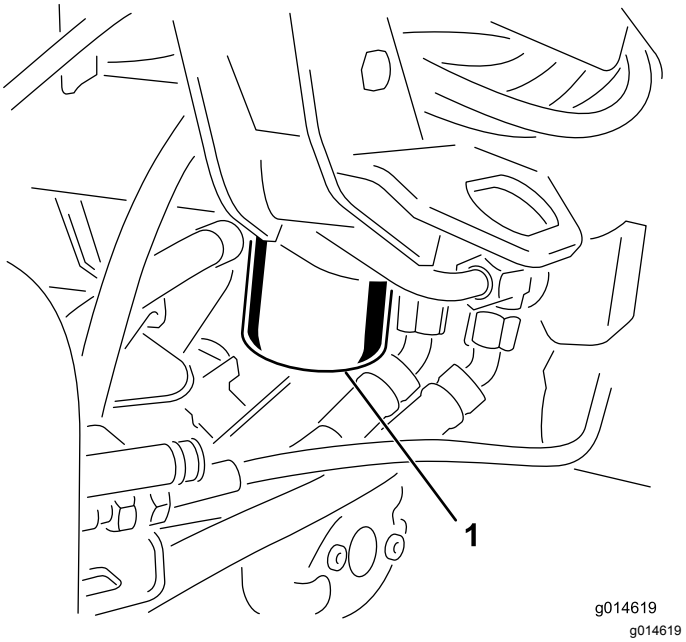

Figuur 38
1. Reinig de omgeving van de plaats waar het filter wordt gemonteerd (Figuur 38). Plaats een opvangbak onder het filter en verwijder het filter.